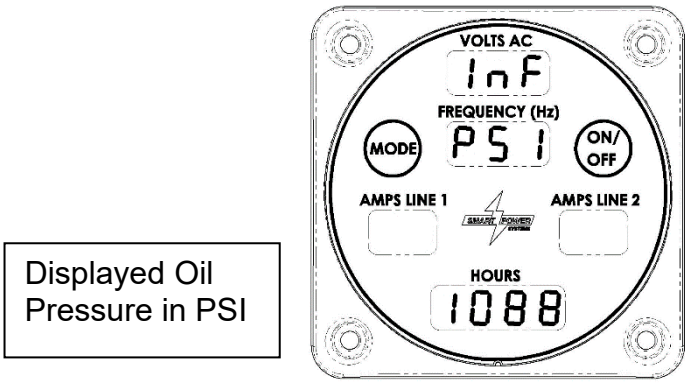

Figure 20 – System Inlet Pressure Display
b. Inlet pressure to the generator will be displayed next in the hours field by pressing the Mode switch a second time as seen in Figure 20.